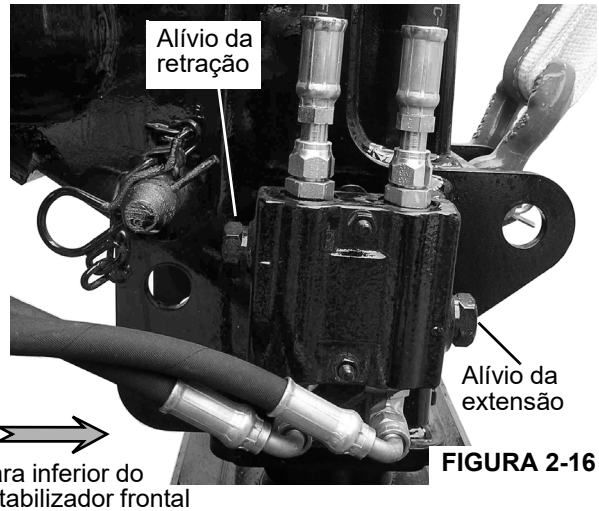

FIGURA 2-16
1. Desconecte as linhas de extensão e retração do estabilizador único frontal (SFO) (Figura 2-16). Tampe a linha de retração e instale um manômetro na linha de extensão.